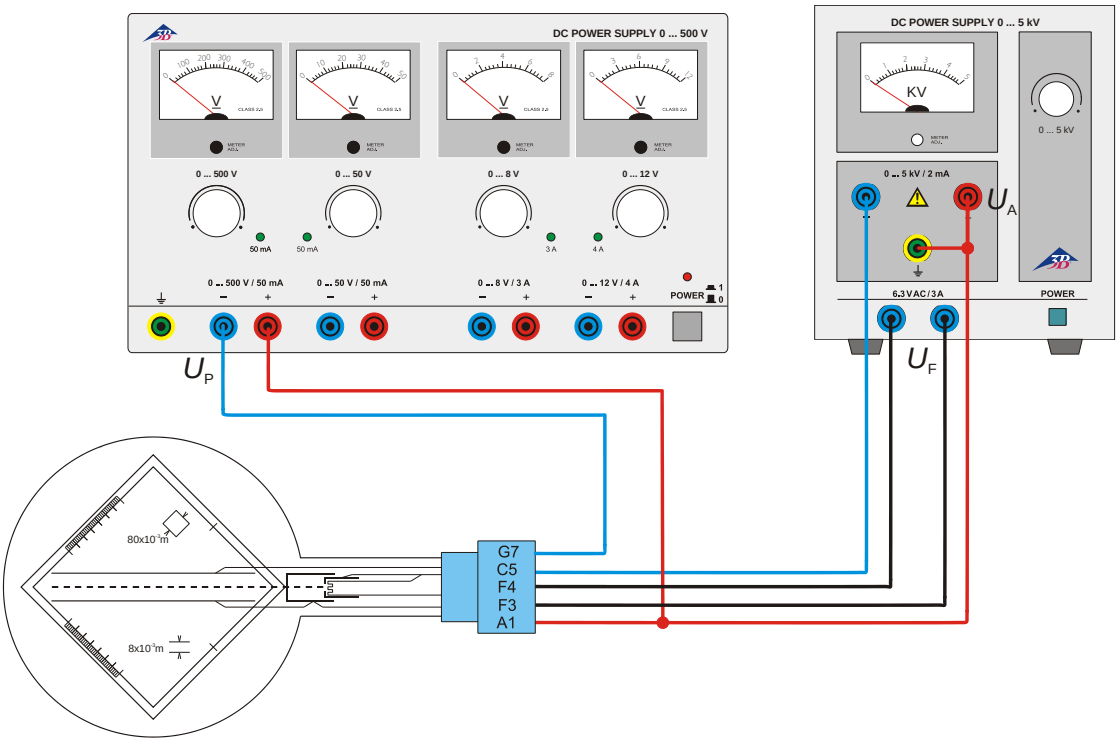

Fig. 3 Elektrische Ablenkung
- Beschaltung der Röhre gemäß Fig. 3 vornehmen.